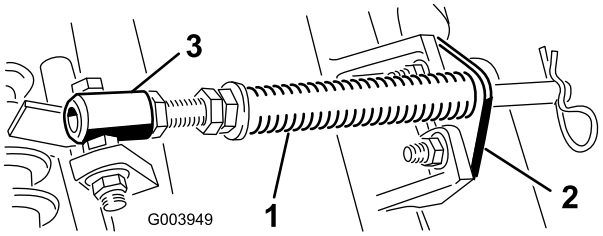

Figur 4
A. Demontera de två vagnskruvar och muttrar som håller fast stångbeslaget på klippenhetens flikar (Figur 4).
B. Demontera den flänsmutter som håller fast fjäderrörets skruv på bärramens flik (Figur 4). Demontera enheten.